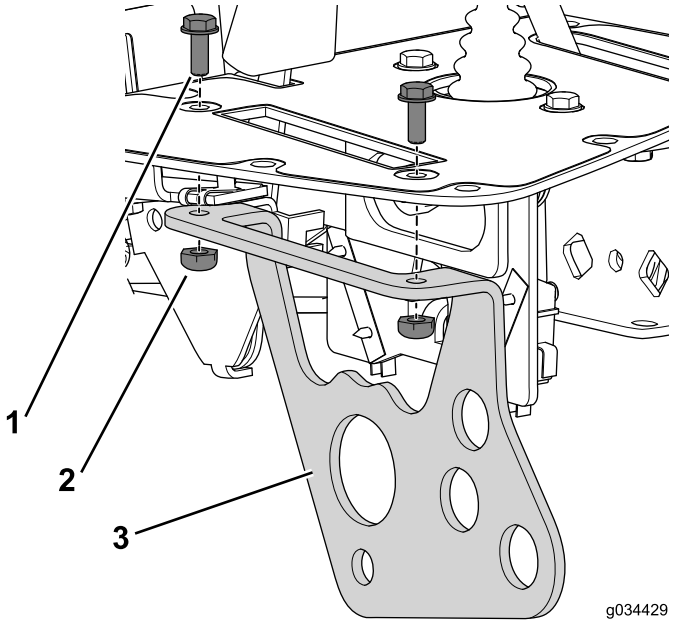

Figura 21
1. Utilice el perno (Nº 10 x ½") y la contratuerca para sujetar el soporte de la palanca funcional a la consola (Figura 21).